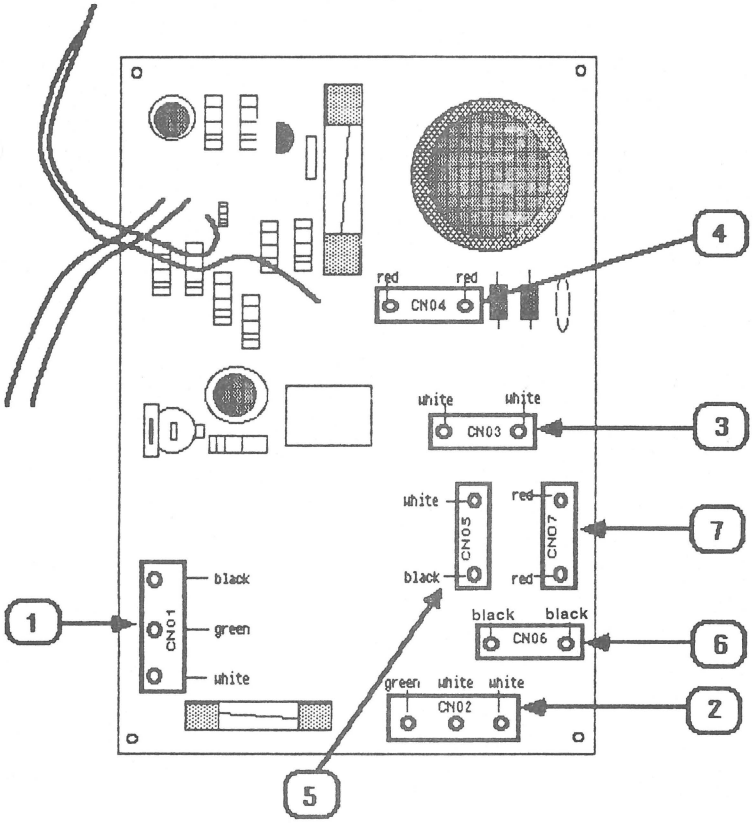

FIGURE 11
8. Tilt the plate slightly forward so that you can see where the connectors are on the component side (inside) of the P/S board (Figure 11).
a) CN01 (black, green, and white) -- Figure 11, #1)
b) CN02 (green, white, and white) -- Figure 11, #2)
c) CN03 (white and white) -- Figure 11, #3)
d) CN04 (red and red) -- Figure 11, #4)
e) CN07 (red and red) -- Figure 11, #7)
f) CN05 (white and black) -- Figure 11, #5)
g) CN06 (black and black) -- Figure 11, #6)
1. Connect CN01 through CN07. **MAKE SURE THAT WIRE COLORS MATCH THE COLORS LISTED NEXT TO THE CONNECTORS AS SHOWN IN FIGURE 11** (see Figure 11, #1 - #7).
6. Disconnect CN04 and CN05 (Figure 11) from the component side of the power supply board.